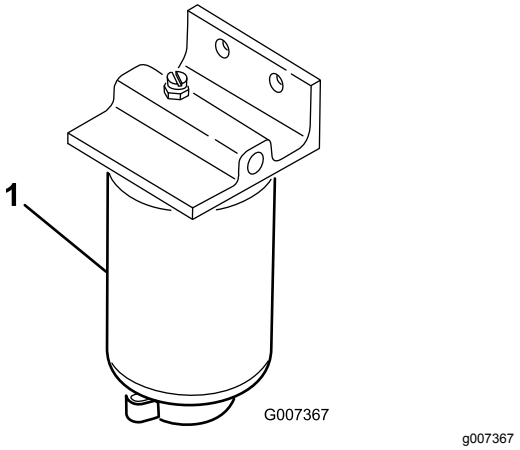

Figuur 58
1. Plaats een schone opvangbak onder het brandstoffilter (Figuur 58).